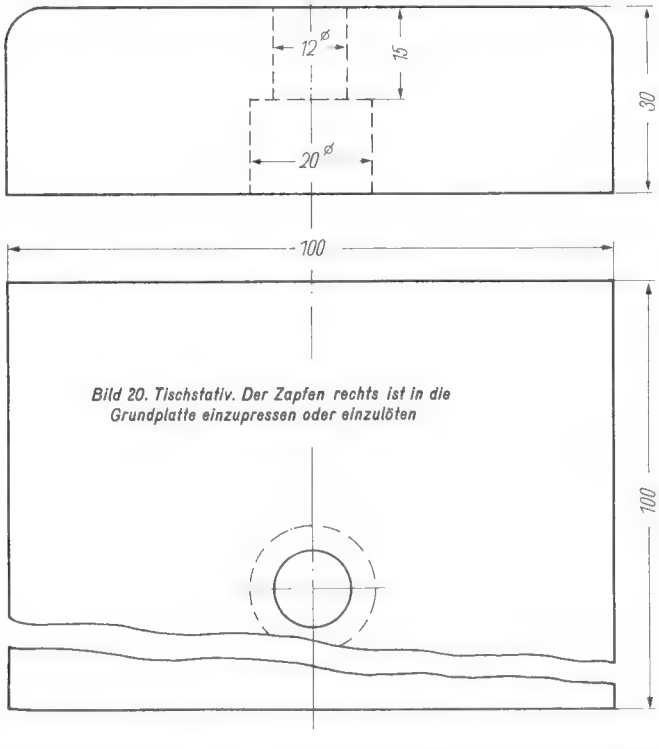

Bild 20. Tischstativ. Der Zapfen rechts ist in die Grundplatte einzupressen oder einzulöten
c) Fuß (Bild 20)
und zum Schluß der vordere Ring aufgeschraubt. Jetzt wird der Kopf auf der Flasche montiert und die Leitungen vom Verstärker werden angeschlossen. Nachdem die Rückwand der Kapsel aufgeschraubt ist, ist das Mikrofon aufnahmebereit. Das Stativ wurde aus Stahlrohr 25 × 3 mm, ähnlich wie ein Notenständer mit drei Beinen geschweißt. Um das Mikrofon auf dem Tisch verwenden zu können, ist ein Fuß nach **Bild 20** zu bauen.